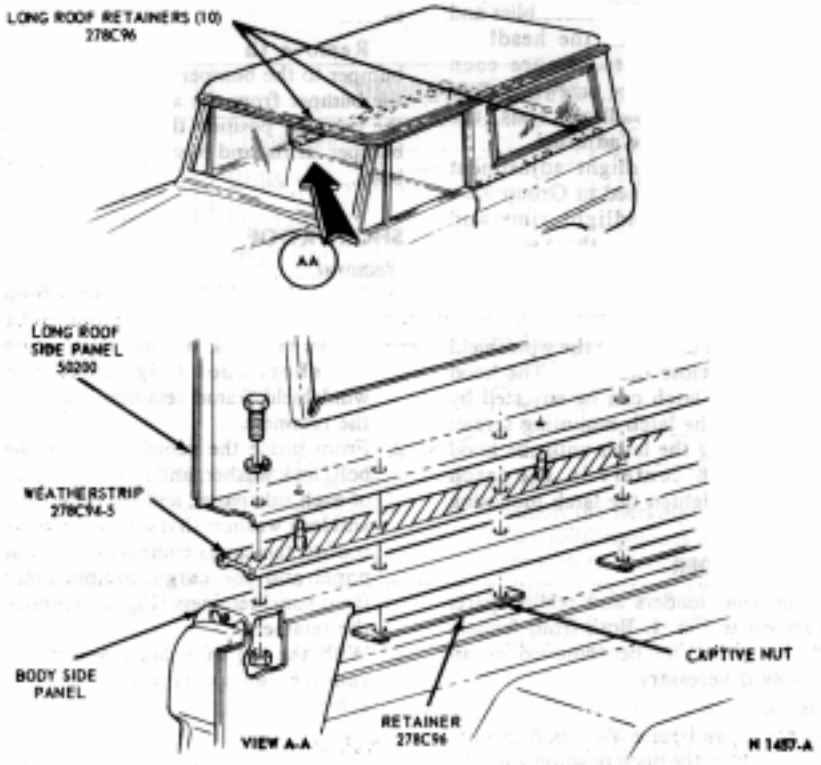

FIG. 3 Bronco Long Roof Installation
2. On models so equipped, remove the trim moulding assembly from the metal panel by unsnapping the retainers (Fig. 3). If equipped with a trim panel assembly, the trim panel will come off when the moulding is removed.
3. Remove the retaining screws and remove the metal panel from the door (Fig. 3).
screws and lock washers that secure the long roof to the cargo bed side rail and the side rail retainers (Fig. 3). Remove the retainers.